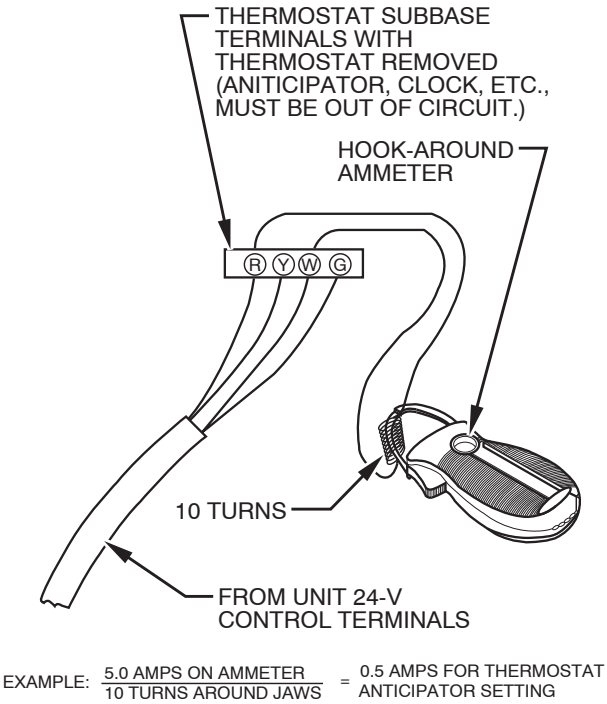

Fig. 65 - Amp. Draw Check with Ammeter
2. Connect an amp meter across the R and W subbase terminals or R and W wires at wall. See Fig. 65.